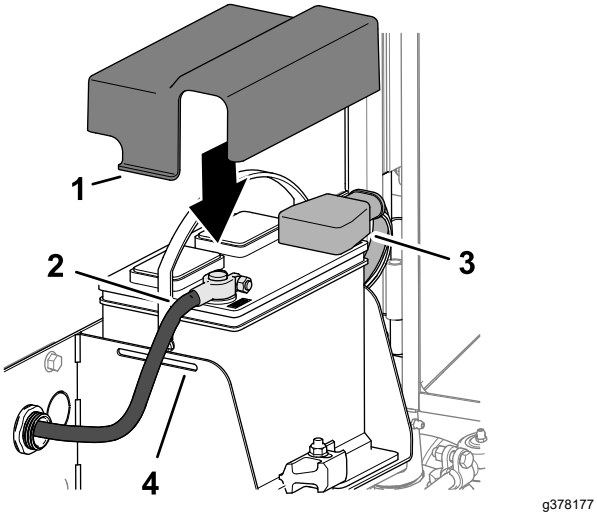

Figur 132
1. Montér batteriets pluskabel (rødt) på batteriets pluspol (+) (Figur 132).